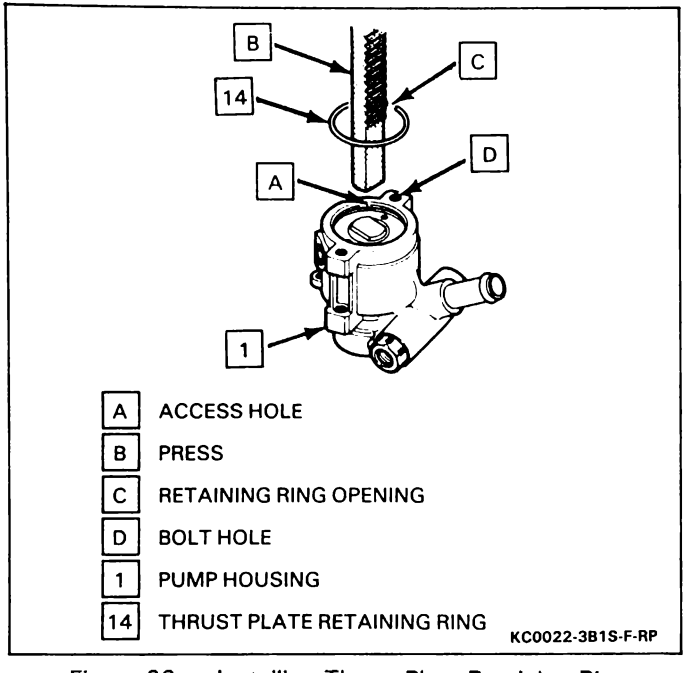

Figure 22 — Installing Thrust Plate Retaining Ring
8. Pump rotor (10) with counterbore facing driveshaft end of pump housing (1).
9. Ten vanes (9) into slots in pump rotor (10).
10. Pump ring (11) over pump ring dowel pins (8) with identification marks facing downward toward pressure plate (7).
- Lubricate new O-ring seal (12) with power steering fluid.
11. O-ring seal (12) into groove in pump housing (1).
- Lubricate outer edge of thrust plate (13).
12. Thrust plate (13) into pump housing (1).
- Dimples in thrust plate must line up with bolt holes in pump housing (1) to ensure thrust plate (13) engages pump ring dowel pins (8).
- Press down on thrust plate (13) far enough to install thrust plate retaining ring (14).
13. Thrust plate retaining ring (14) into groove in pump housing (1).
- Opening in retaining ring should be centered with bolt hole in pump housing (1) nearest to the access hole (Figure 22).
14. Ball bearing (18) to the driveshaft (17).
15. Driveshaft (17) and ball bearing (18) into pump housing (1).
- Rotate driveshaft (17) so that shaft serration engages with pump rotor (10).
16. Retaining ring (19) to pump housing (1).